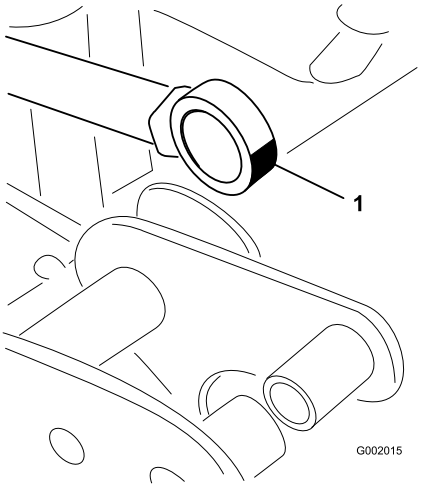

**Рисунок 66**
5. Приведите в движение конец, где расположен подшипник штока привода, и заправьте подшипник консистентной смазкой (Рисунок 66).